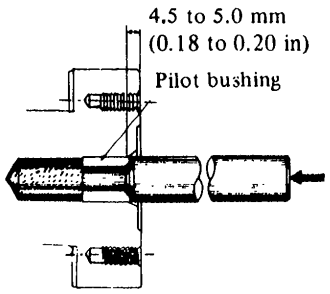

Fig. CL-14 Installing pilot bushing
1. Before installing a new bushing, thoroughly clean bushing hole. Install bushing in crankshaft, using a soft hammer. Bushing need not be oiled. See Figure CL-14.